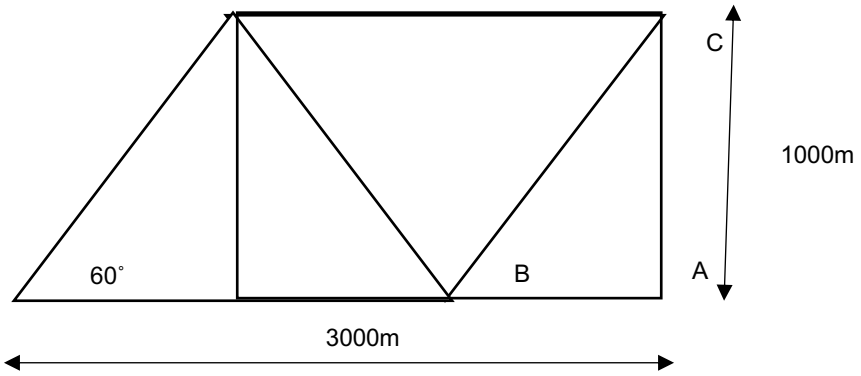

FIGURE 2
2.2 FIGURE 2, below shows a line diagram of a typical WELDED latticed girder. Draw, to scale 1: 5, typical details of the following: